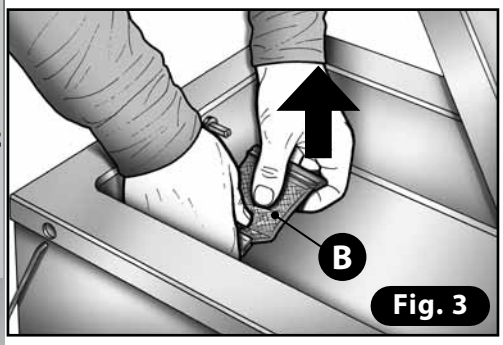

Fig. 3
4) Tomar y tirar hacia arriba el cojinete situado debajo de la barra **(B - Fig. 3)**.
3) Limpiar la barra soldadora con alcohol **(Fig. 3)**.